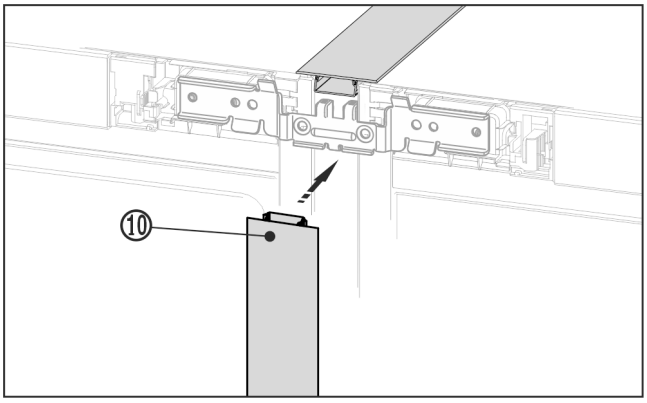

*Fig. 23 **
▶ Auf der Vorderseite die lenge Abdeckleiste *Fig. 23 (10)* in den vertikalen Spalt drücken. Darauf achten, dass die Leiste auf dem Verbindungsblech aufsteht.*